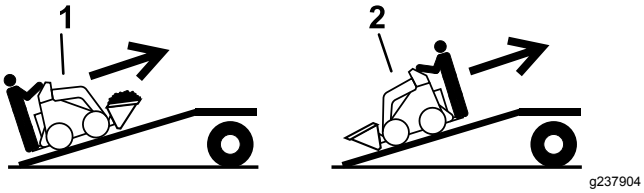

Rysunek 12
5. Załadunek maszyny na przyczepę wykonuj tak, aby cięższa jej strona była po wyższej stronie pochylni, ładunek przewoź nisko (Rysunek 12).